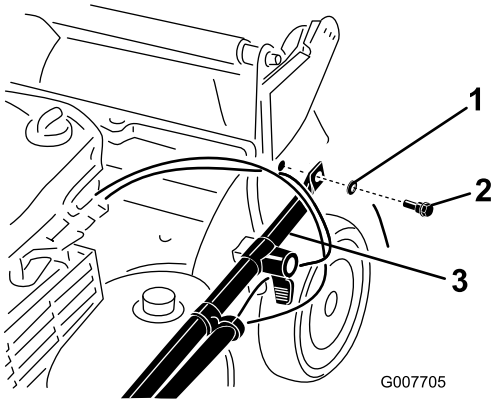

Figura 3
2. Fije los extremos del manillar al alojamiento de la máquina con 2 arandelas y 2 pernos de manillar (Figura 3), **pero no apriete los pernos del manillar.**